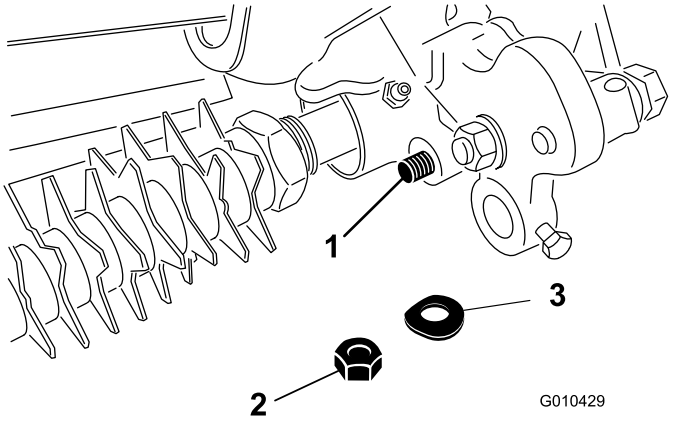

Bild 15
8. Befestigen Sie das Ende der Einstellarmstange mit einer Federscheibe und Sicherungsmutter (3/8") am Groomerantrieb, wie in Bild 15 abgebildet.
13. Befestigen Sie das Ende der Einstellarmstange mit einer Federscheibe und Sicherungsmutter (3/8") am Groomerantrieb, wie in Bild 15 abgebildet.